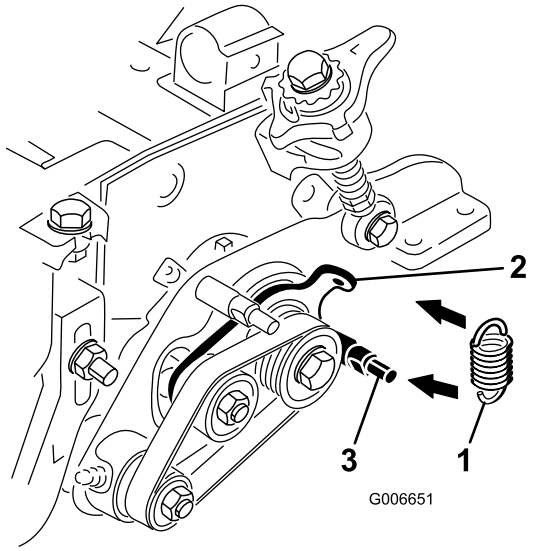

Figur 11
22. Fastgør styrefjederen i hullet i styreremskivepladens tap og rundt om rillen på trimmerskivens nederste tapskrue (Figur 11). Den åbne ende af fjederkrogen skal placeres, så den vender mod drivremskiven.